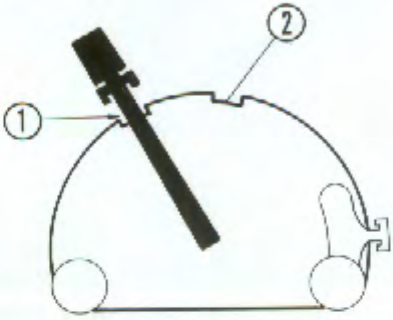

Fig. 56
— Placer le levier de commande dans l'encoche (1) du secteur (fig. 56).
— Ramener la manette de commande dans l'encoche (1) du secteur (fig. 56).